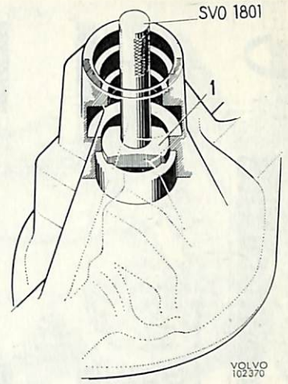

Bild 30. Demontering av bakre pinjonglagerring
9. Driv vid behov ut bakre lagrets ytterring, se bild 30. Använd standardskaft SVO 1801 och dorn SVO 2690 för Spicer 23 bakväxlar och SVO 2598 för övriga.